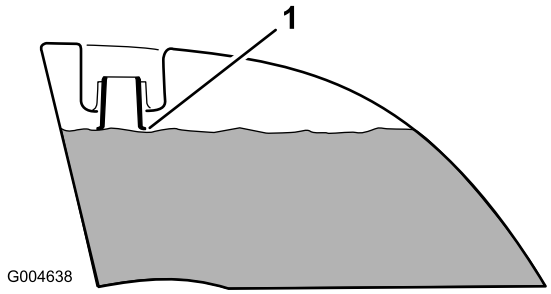

Figuur 9
4. Vul beide brandstoftanks totdat het peil de onderkant van de vulbuis bereikt (Figuur 9). **De tanks niet te vol vullen.**